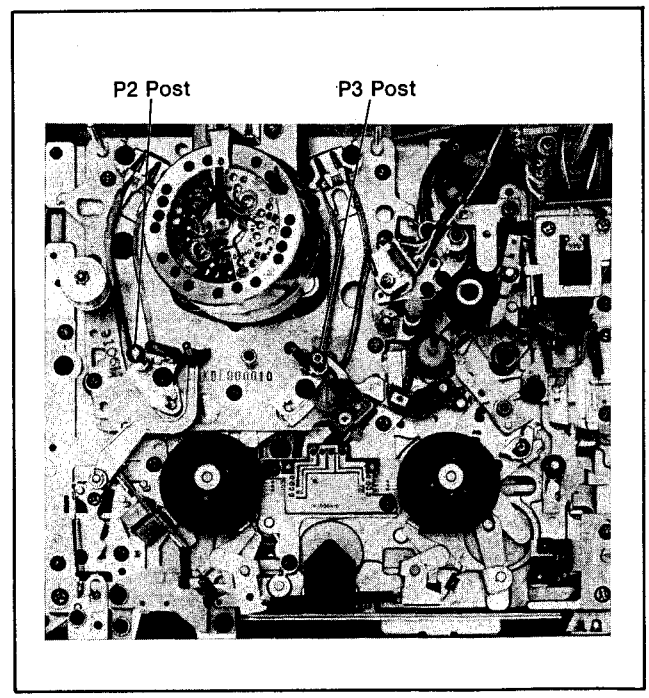

Figure M39 Unloding Position
1. Turn the Loading Gear clockwise until posts P2 and P3 are unloaded position. (Figure M39)